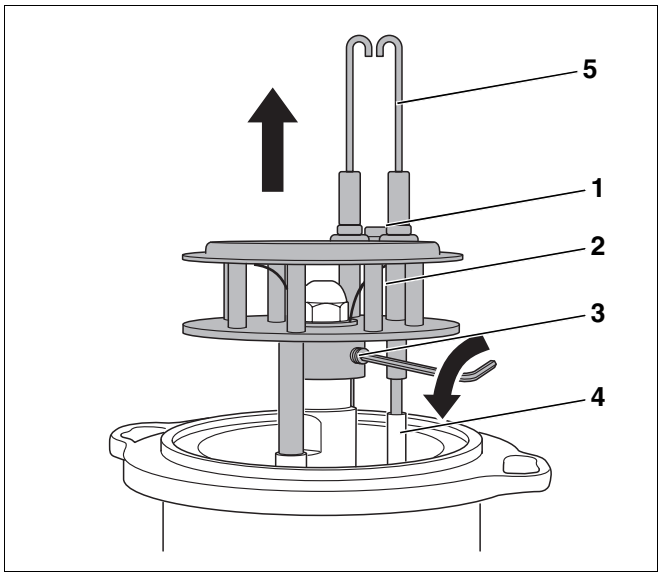

Afb. 33 Mengsysteem demonteren
- Draai de schroef (afb. 33, **pos. 1**) tussen de ontstekingselektroden los.
- Trek de ontstekingsleidingen (afb. 33, **pos. 4**) los.
- Demonteer de ontstekingselektrode (afb. 33, **pos. 5**).
- Maak de draadstift (afb. 33, **pos. 3,** pagina 32) los en trek het mengsysteem (afb. 33, **pos. 2**, pagina 32) naar boven los.